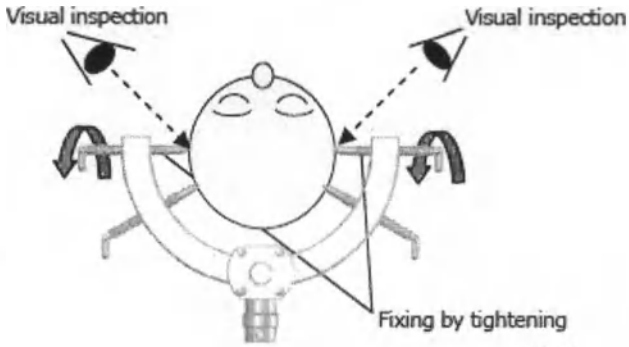

Fig.3
3) Finally turn the head pins 1/4 to 1/2 rotation which were provisionally fixed to tighten them further (Figure 3). Excessive tightening by the head pin may result in making cracks, depression, or penetration in the skull or laceration of the skin. Be sure to tighten the head pin with utmost care.